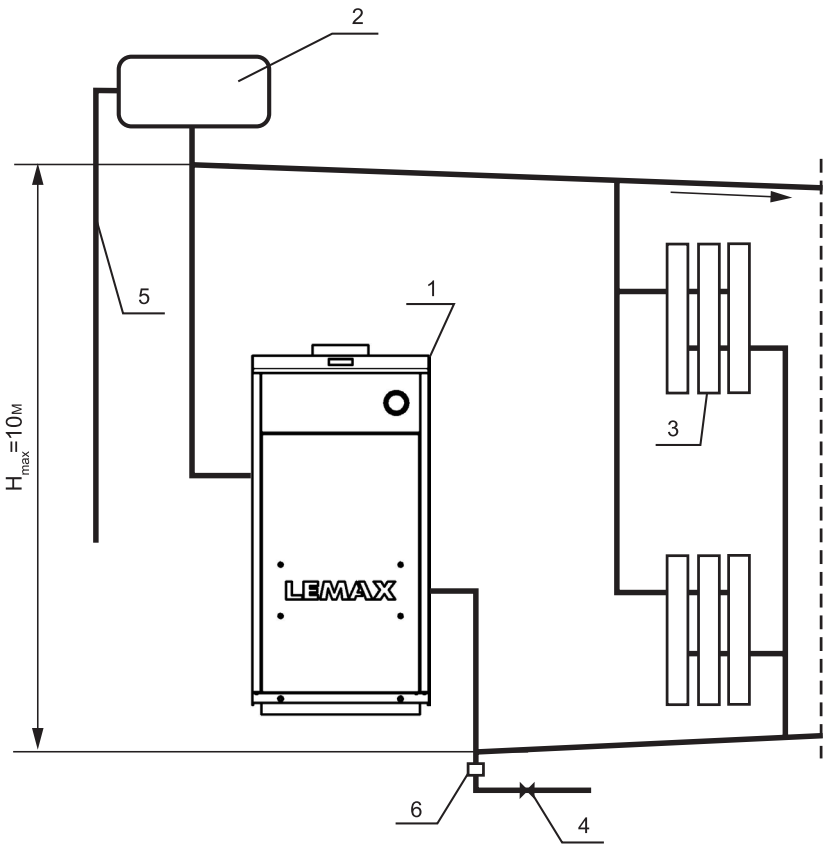

**Рис. 2.**
6.6. Расширительный бачок устанавливается в верхней точке главного стояка, желательно в отапливаемом помещении. Запрещается устанавливать вентиль на сигнальной трубе (см. рис. 2, 3).